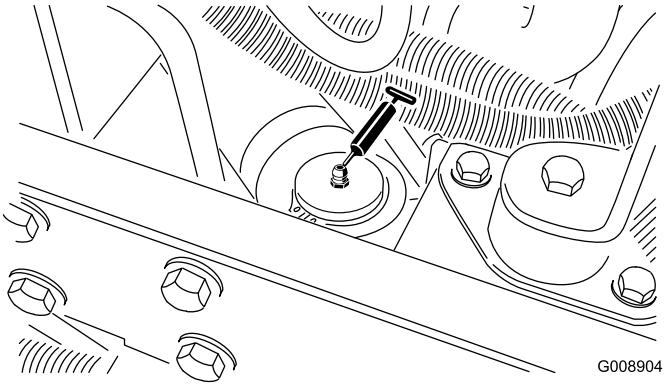

Figur 46
- Styretøjscylinder (Figur 46).